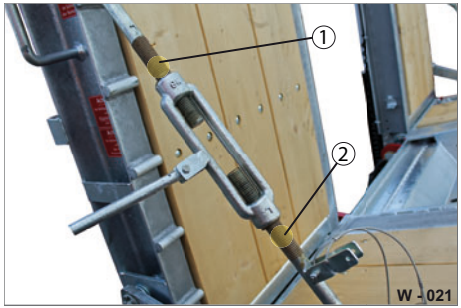

Abb. 20 Spannschloss schmieren
- ▶ Fetten Sie das Gewinde-Gestänge (Abb. 20/1,2) mit Maschinenfett ein.